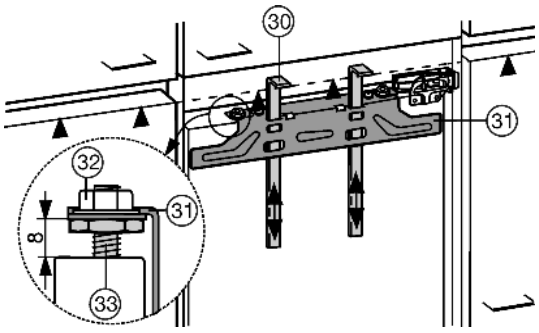

Fig. 20
Для обеих дверец потребуются монтажные приспособления *Fig. 20 (30)*. **Поэтому монтируйте мебельные дверцы по очереди**.
▶ Монтажные приспособления *Fig. 20 (30)* сдвиньте вверх на высоту мебельной дверцы. Нижняя упорная кромка ▲ монтажного приспособления = верхней кромке подлежащей установке мебельной дверцы.